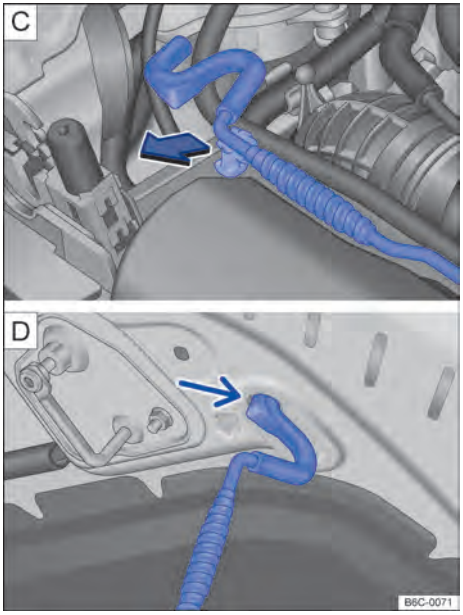

Fig. 182 C Varilla de sujeción de la tapa del compartimento del motor. D Tapa del compartimento del motor apoyada en la varilla de sujeción.
– Retirar la varilla de sujeción del soporte en el sentido de la flecha → fig. 182 C y posicionarla en el hueco de paso del capó delantero → fig. 182 D.
– Retirar la varilla de sujeción del orificio → fig. 182 D y encajarla en el portacierre → fig. 182 C.